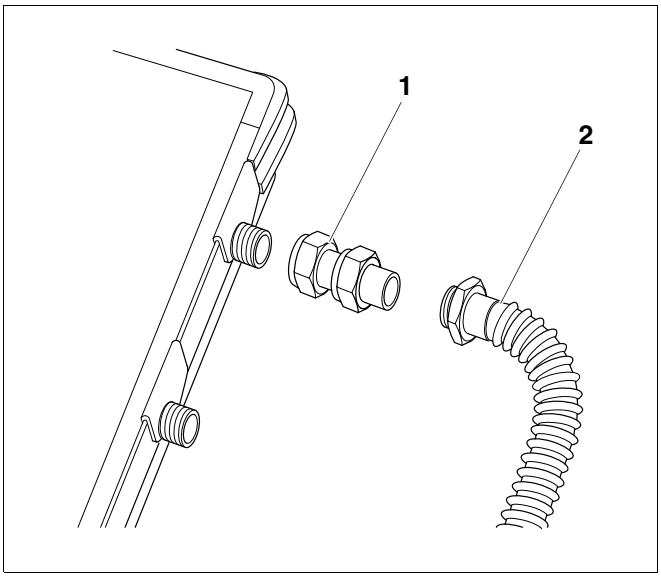

Afb. 66 Vertrekleiding aansluiten
Bij de montage van de aansluitleidingen (evenals van de Tichelmannbocht) aan de rechterzijde van het collectorveld moeten de geleverde dubbele koppelingen (afb. 66, **pos. 1**) gebruikt worden.
- Schroef de zijde van de dubbele koppeling (afb. 66, **pos. 1**) met de witte dichting aan de collector.
- Sluit de vertrek- en retourleidingen (flexibele inox slang, afb. 66, **pos. 2**) aan de collector aan met behulp van de montage- en steeksleutel SW 27.